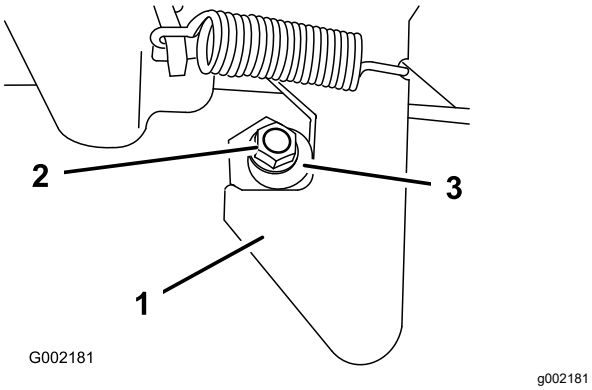

Figur 71
1. Løsne låsemutteren på enden av låseposten (Figur 71).
2. Vri låseposten med klokken til den sitter tett mot krokdelen på sperren (Figur 71).